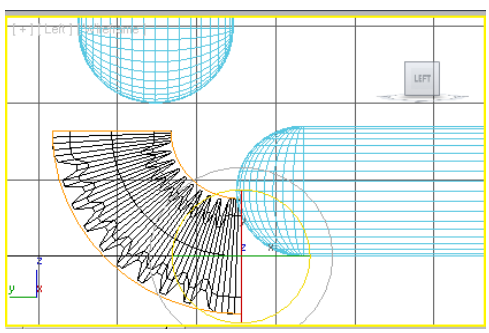

Figure 3-41 *The spring support rotated in the Left viewport*
2. Right-click on the **Select and Rotate** tool; the **Rotate Transform Type-In** dialog box is displayed. In the **Offset: Screen** area, set **90** in the **Z** spinner; the *spring support* is rotated, as shown in Figure 3-41. Now, close the **Rotate Transform Type-In** dialog box.